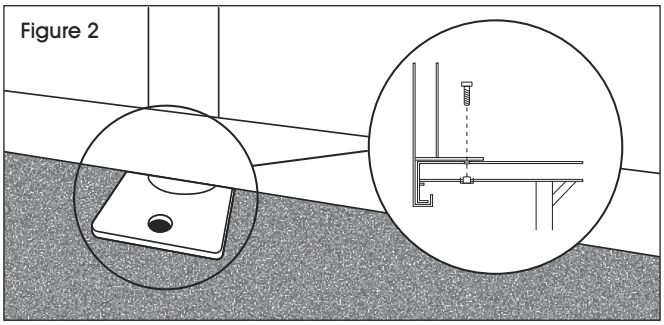

Figure 2
4. Raccrochez le garde-corps à la scène. Fixez-le avec les boulons de 5/16 po – 18 x 1 po en utilisant une clé ajustable. (Voir Figure 2)